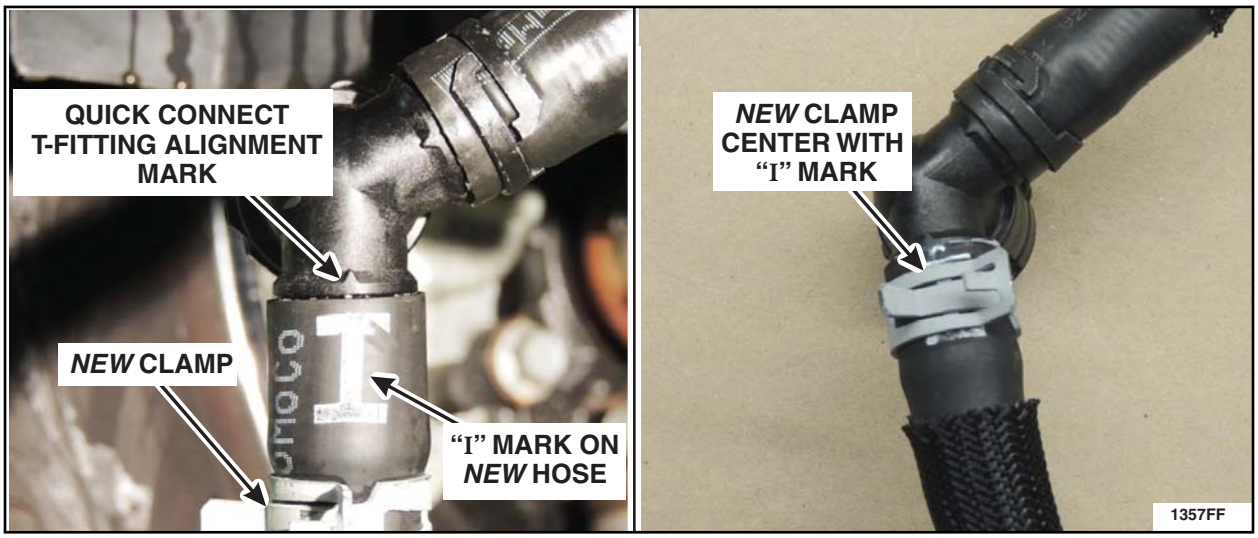

FIGURE I3
6. Position a *new* clamp onto the longer section of the *new* degas bottle hose and install the hose onto the quick connect T-fitting. Ensure the "I" mark on the *new* degas bottle hose is aligned with the alignment mark on the quick connect T-fitting. Also align the clamp center with the "I" mark. See Figure I3.